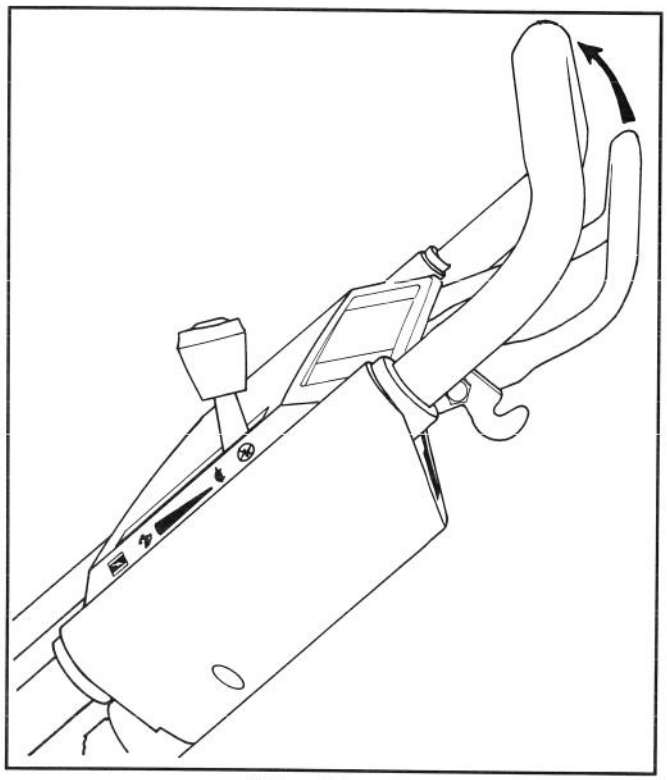

Afbeelding 10
4. AANDRIJVING (Zelfrijdend model) (Afb. 10)—Druk de bedieningsstang tegen de hendel voor de aandrijving. Laat de bedieningsstang los om de aandrijving te stoppen.